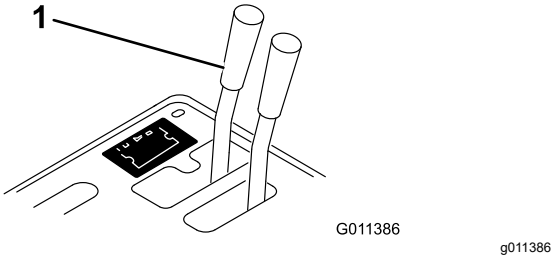

Figur 15
- Om Workman-fordonet har serienummer 239999999 eller lägre för du den fjärrstyrda hydraulventilens handtag (Figur 15) till det flytande läget.